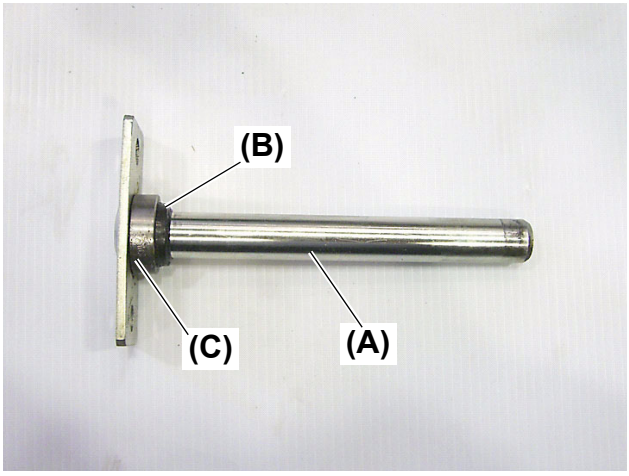

Fig. 5
4. In some cases, the oil seal **(Fig. 5, (B))** on the front axle side is removed together with the center pin **(Fig. 5, (A))**, as shown in the photo **(Fig. 5)**.